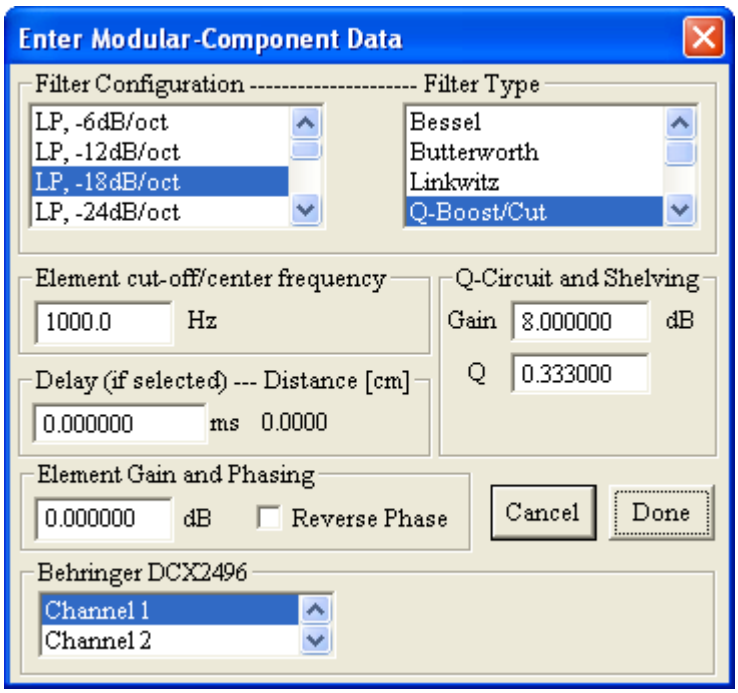

Figure 9.53. F-component control box
12. Phase inversion. **The A15 is really redundant, as you can invert phase by checking the "Reverse Phase" box on Fig 9.53.**